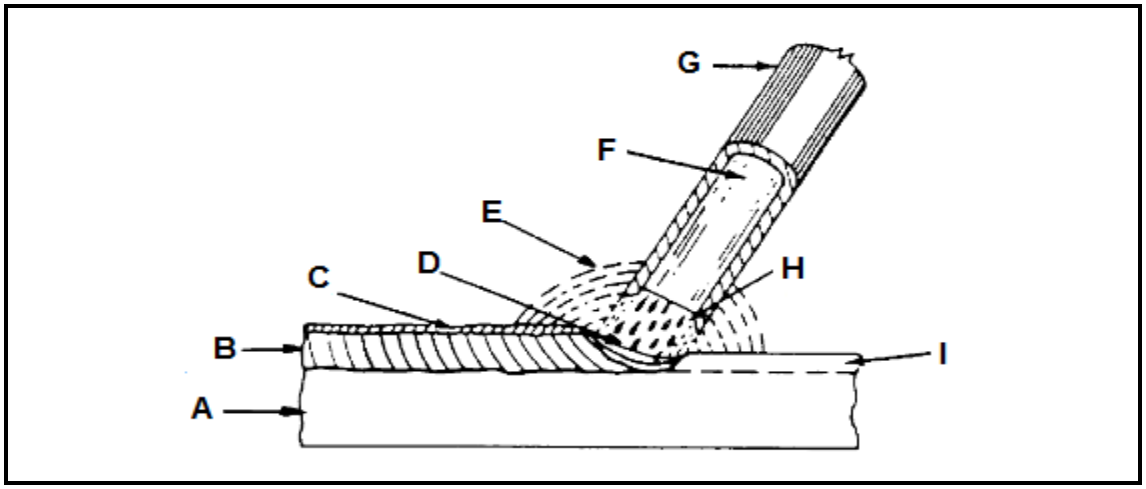

FIGURE 1
2.1 FIGURE 1 below shows a close up view of a shielded metal arc welding (SMAW) process. Label the diagram by writing down the answer next to the question number (A–I) in the ANSWER BOOK.